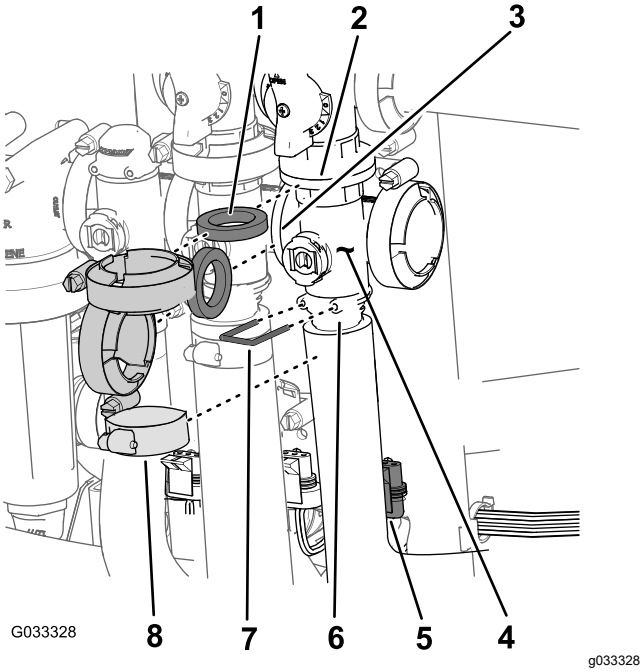

Figure 72
1. Retirez les colliers et les joints qui fixent le collecteur de la vanne principale (Figure 72) à la vanne de dérivation de section, la vanne d'agitation et soupape du collecteur de la vanne principale (au bout du flexible du débitmètre).
2. Retirez l'étrier qui fixe le raccord de sortie au collecteur de la vanne principale (Figure 72).